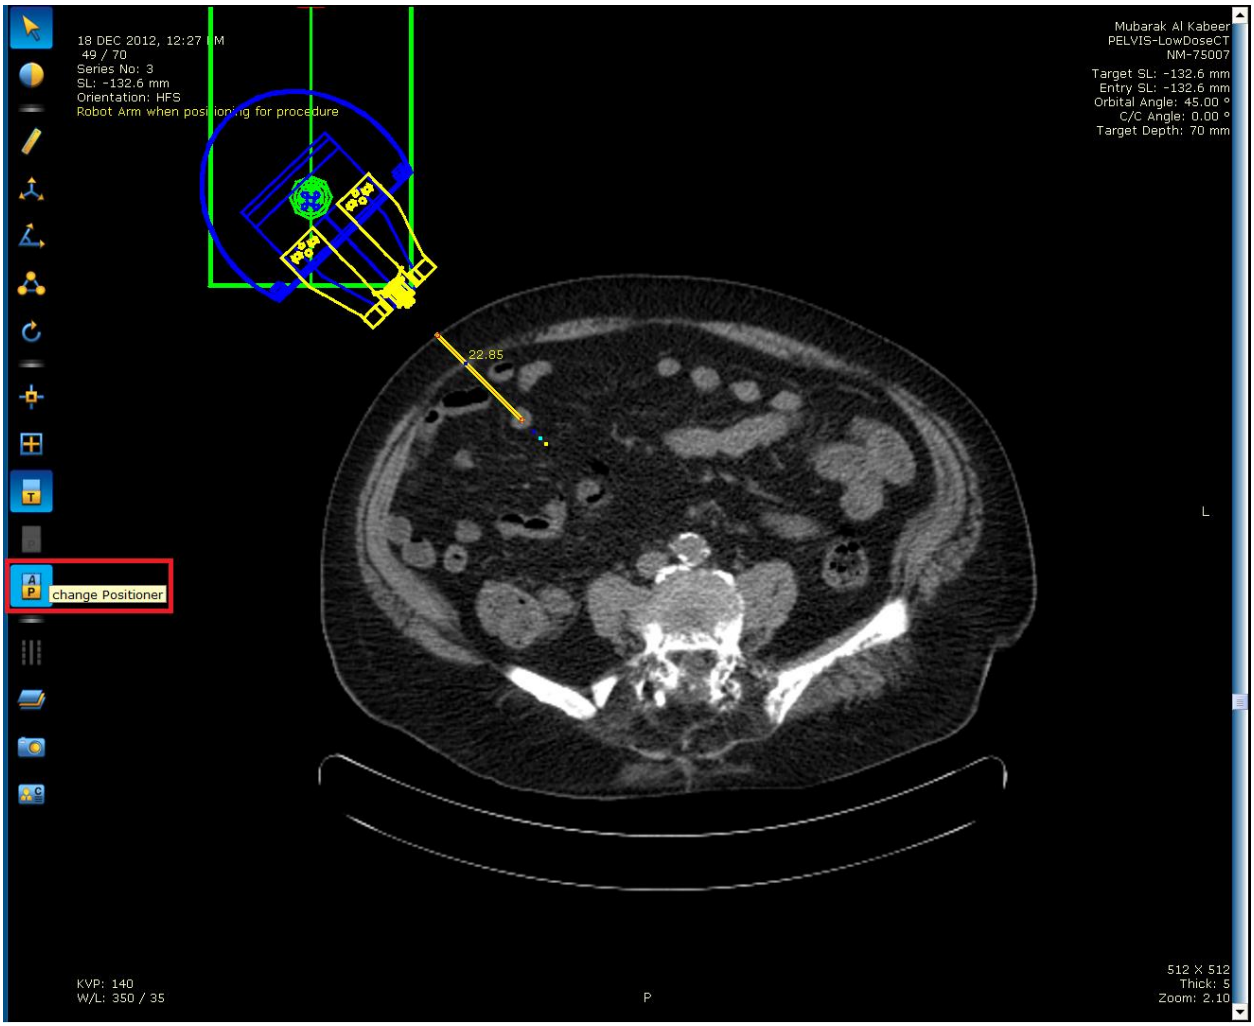

Figure 4.13c *Show positioner toggle button for anesthesia plan and procedure plan on the scan image*
10.Show positioner toggle button helps to toggle between anaethsia and procedure planning,(ref: Figure 4.13c *Show positioner toggle button for anesthesia plan and procedure plan on the scan image)*